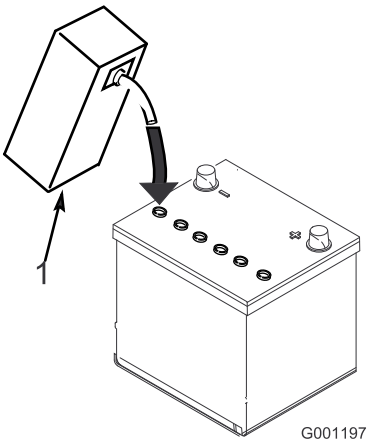

Figur 6
3. Fyld forsigtigt hver celle med elektrolyt, indtil pladerne er dækket med ca. 6 mm væske (Figur 6).
4. Vent ca. 20 til 30 minutter, mens elektrolytten trænger ind i pladerne. Fyld efter behov for at bringe elektrolytstanden op til ca. 6 mm fra bunden af påfyldningshullet (Figur 6).